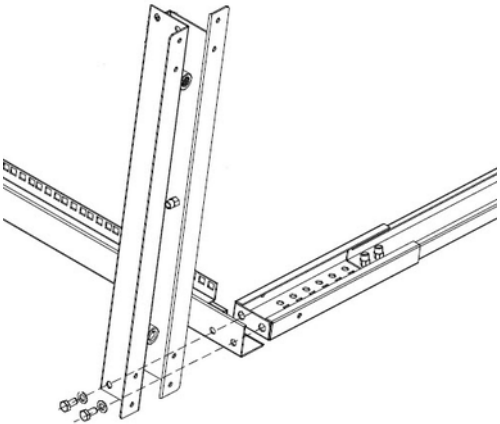

Figure 4
4. Insert two **M8 Bolts** through two **M8 Washers** and into the holes in the **Base Bracket**, **Vertical Rails**, and the **Center Section Assembly**. Repeat for the other side of the **Base Bracket**. *(Figure 4)*